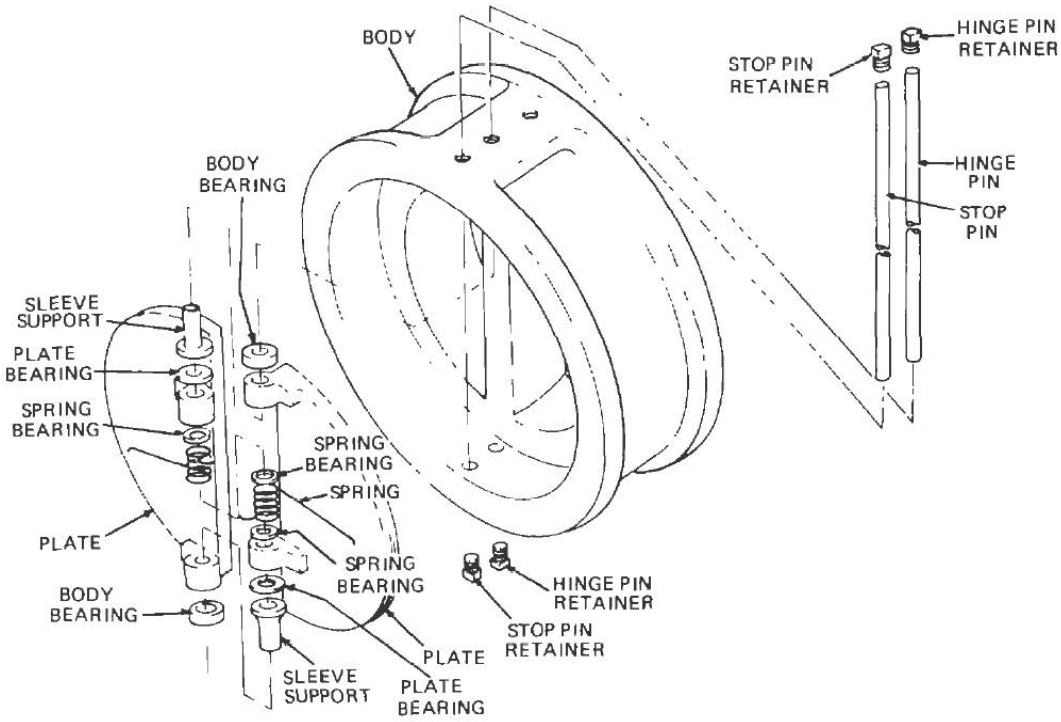

Figure 27 Non-return Valve – Exploded View
a. Remove the four square head pin retainers from the top and bottom of the valve (Figure 27), then drive the stop pin (spring anchor pin) from the valve body using a hammer and a drift.